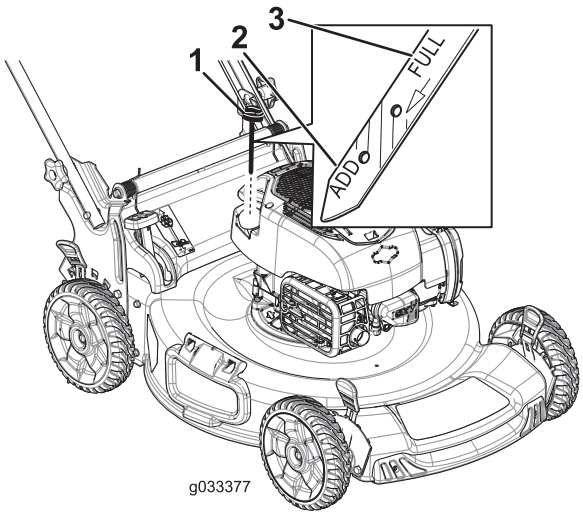

Bild 14
2. Nehmen Sie den Peilstab heraus und wischen Sie ihn ab. Stecken Sie ihn dann ganz ein (Bild 14).
3. Nehmen Sie den Peilstab heraus und prüfen Sie den Ölstand (Bild 14). Wenn der Ölstand unter der **Nachfüll**-Marke ist, gießen Sie langsam Öl in den Einfüllstutzen, um den Ölstand auf die **Voll**-Marke am Peilstab anzuheben. **Füllen Sie nicht zu viel ein.**